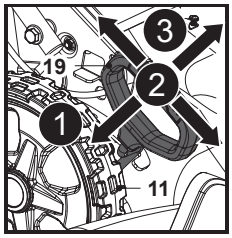

Fig. 11
1. Trage maneta pentru reglarea înălțimii de tăiere (19) către roata din spate (11) (fig. 11, pasul 1).
2. Mișcă maneta (19) înainte sau înapoi pentru a regla înălțimea de tăiere (fig. 11, pasul 2).
3. Eliberează maneta (19) și asigură-te că se cuplează corect în poziție (fig. 11, pasul 3).